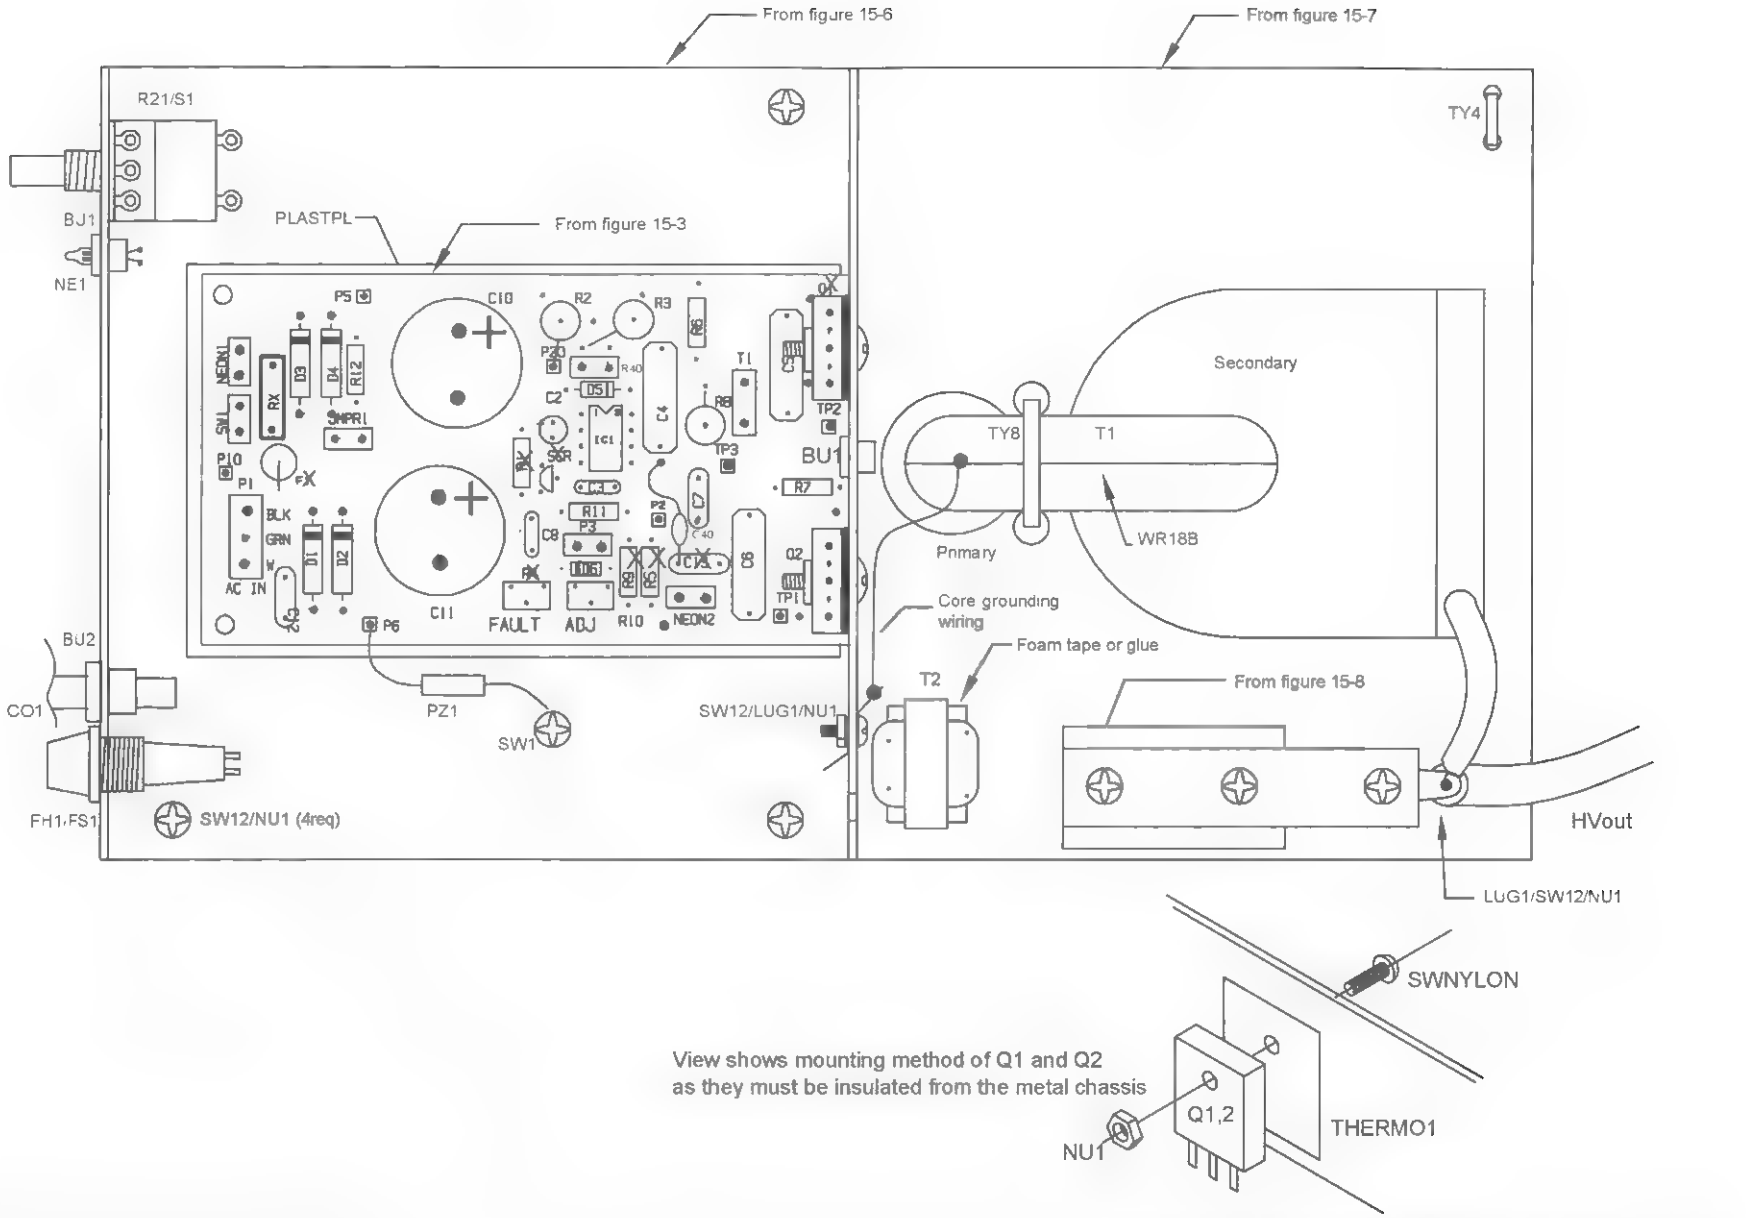

Figure 15-9 *Parts layout to driver*
8. Attach the metal chassis to the plastic base via four screws and nuts, SW12/NU1 (see Figure 15-9).
PLASTPL	4.5 × 2.5 piece of insulating plastic, shown in Figure 15-9